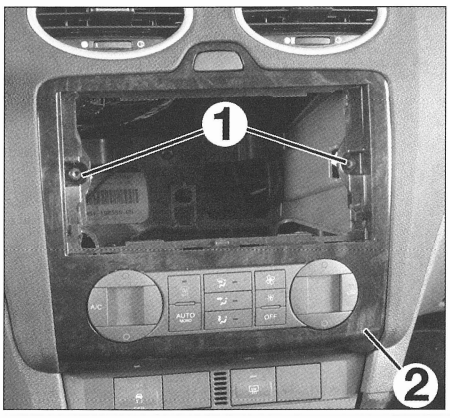

FIG. 6
- los dos tornillos del guarnecido (1) de consola central (**fig. 6**).
• Desengrapar el guarnecido de la consola central (2).